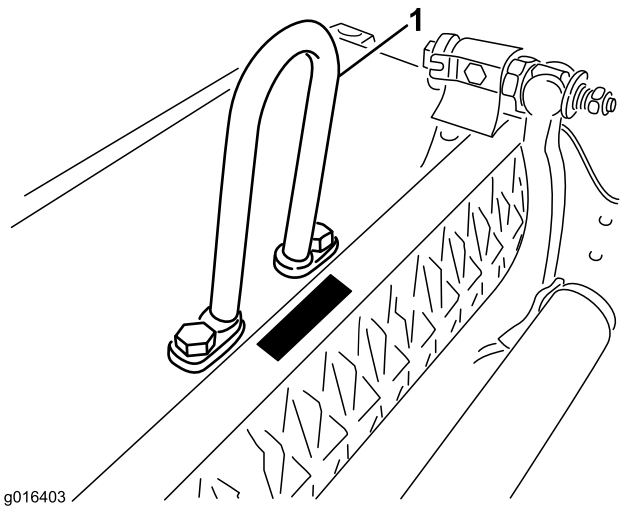

Figur 3
Installer bøylekoblingen øverst på klippeenheten med (2) hodeskruer. Trekk til hodeskruene med et moment på 34–40 Nm (Figur 3).